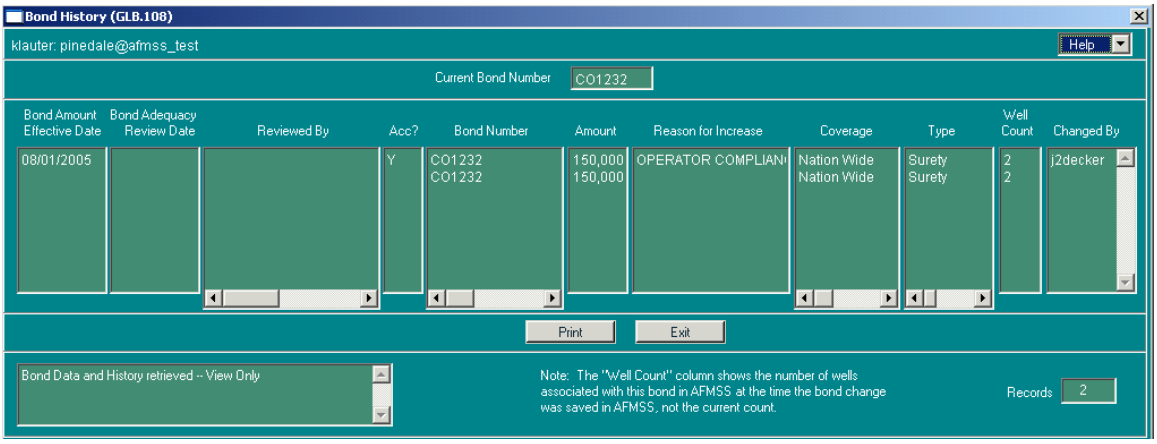

Figure 5-3: Bond History (GLB.108) Window
6. Click **Bond History** to launch the *Bond History (GLB.108)* window (Figure 5-3). Remember, new or changed bond data must already be saved before using the **Bond History** button.